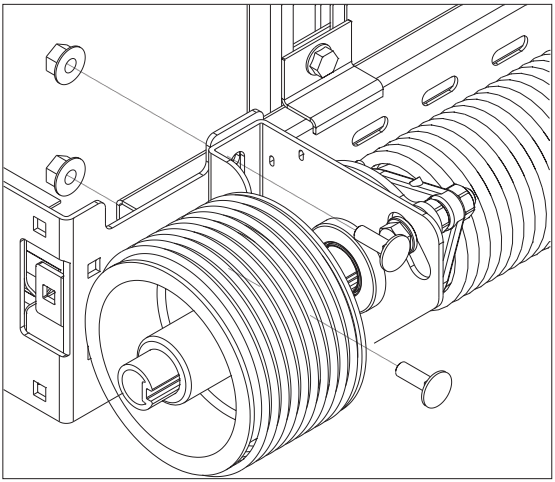

*Рис.23.5*
3) монтировать часть вала, устанавливаемую с левой стороны ворот (рис. 23.5):